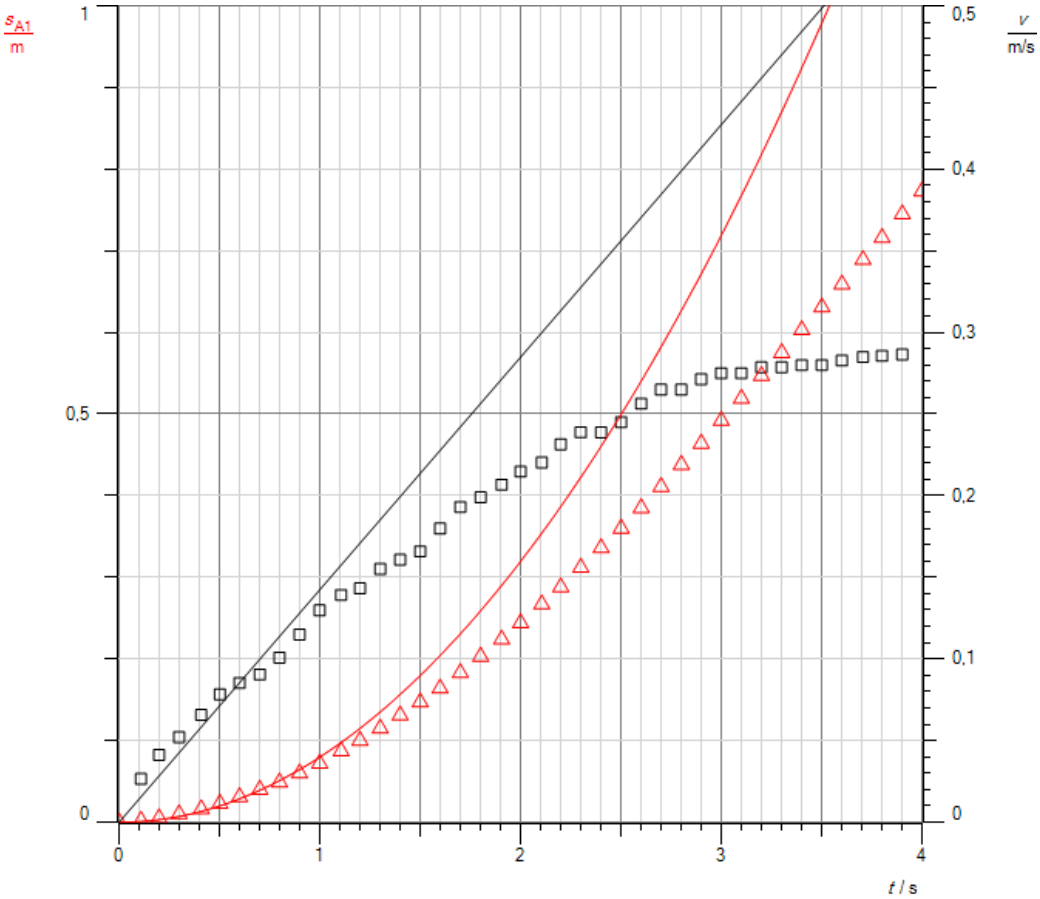

Abb.2: 1. Auswertungskurve
c. Man erhält die Kurve in Abb. 2. Die Steigung der Parabel beträgt m_1 = 0,0799 m/s^2, die der Ausgleichsgeraden m_2 = 0,1424 m/s^2. Nach den Gesetzen der gleichmäßig beschleunigten Bewegung erhält man für die mittlere Anfangsbeschleunigung a